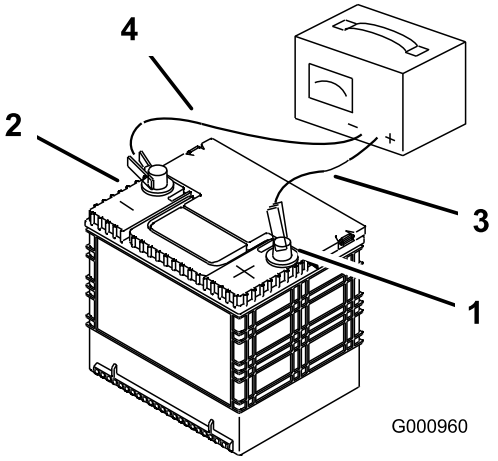

Figur 40
2. Når batteriet er fuldt opladet, skal du tage opladeren ud af stikkontakten og dernæst frakoble opladningskablerne fra batteriets poler (Figur 40).